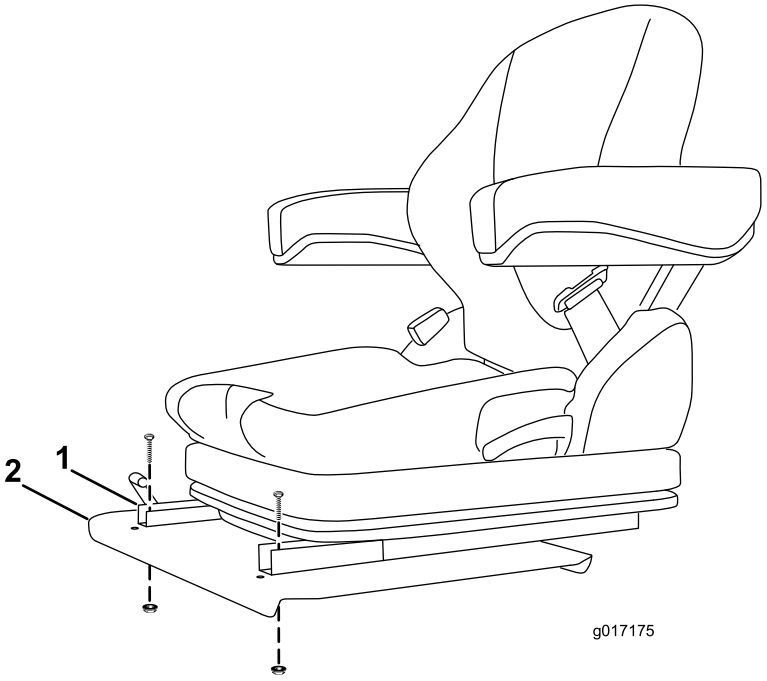

Figuur 5
2. Bevestig de voorkant van elke stoelschuif met een bout en een flensmoer aan de stoelbasis (Figuur 5).